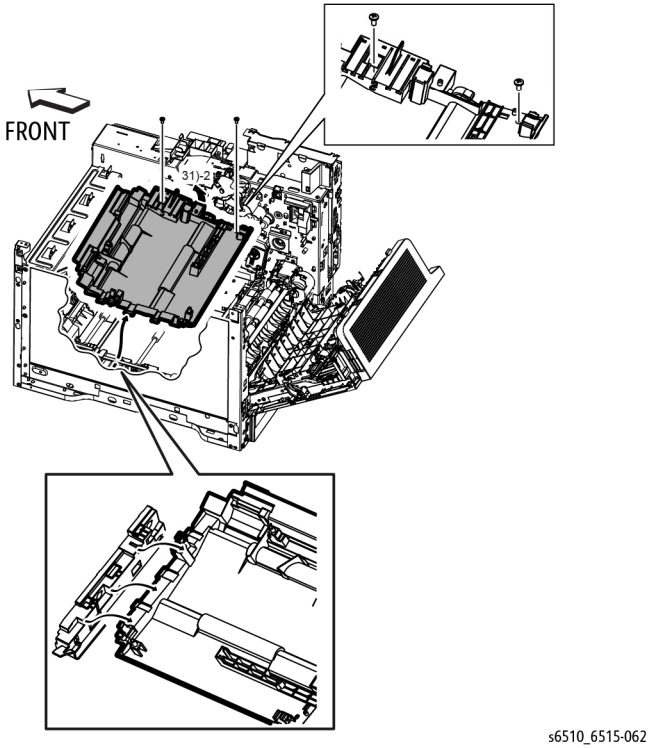

Figure 4 Detach the MSI Upper Chute
14. Refer to Figure 4 to remove the two screws (silver, tapping, M3x8mm) attaching the MSI Upper Chute (PL13.1.15) and lift up the MSI Upper Chute.